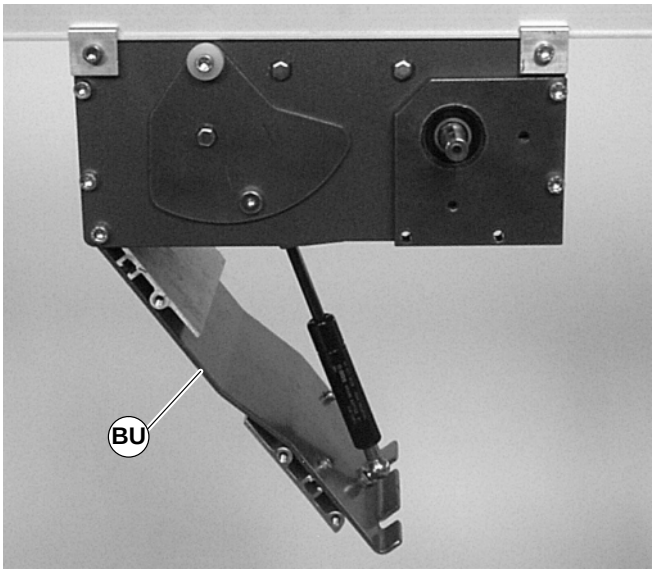

Abbildung 31
10. Während das Ritzel festgehalten wird (BR), die Deckplattenschrauben (BS) mit 2 Nm anziehen.
11. Den Spannboden sorgfältig schließen (BU siehe Abbildung 31).